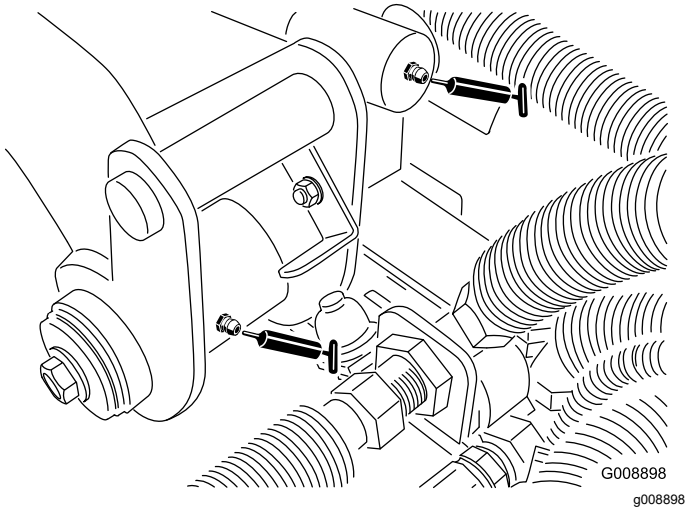

Rysunek 64
- Oś i siłownik tylnego ramienia podnoszącego (2 złącza Rysunek 64)